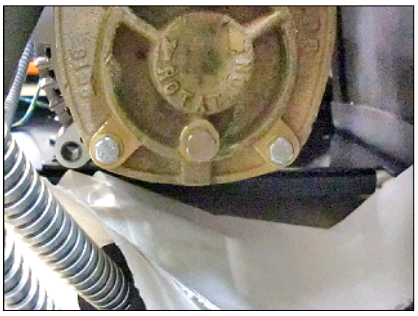

Figure 3-6 Paper Towel Placement
4) During the priming process, a small amount of water will drip from the screw hole. This purges the air from within the pump head. To avoid spillage, place a small paper towel under the pump head (Fig. 3-6).